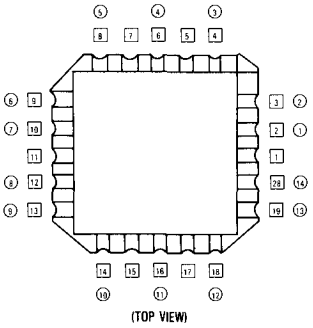

Figure 1: 14-Lead Pin-out for 20 Terminal Chip Carrier
A. Twenty (20) Lead:
1. Devices requiring 14 connections in a 20 pad chip carrier, see Figure 1.